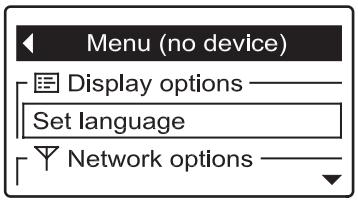

FIG. 89
1. Press the remote's SELECT (○) button to display a menu screen. The header will turn black (See Figure 89).